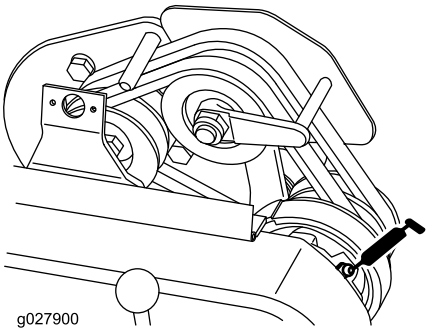

Rysunek 21
- 1 na łożysku wału napędowego (Rysunek 21).